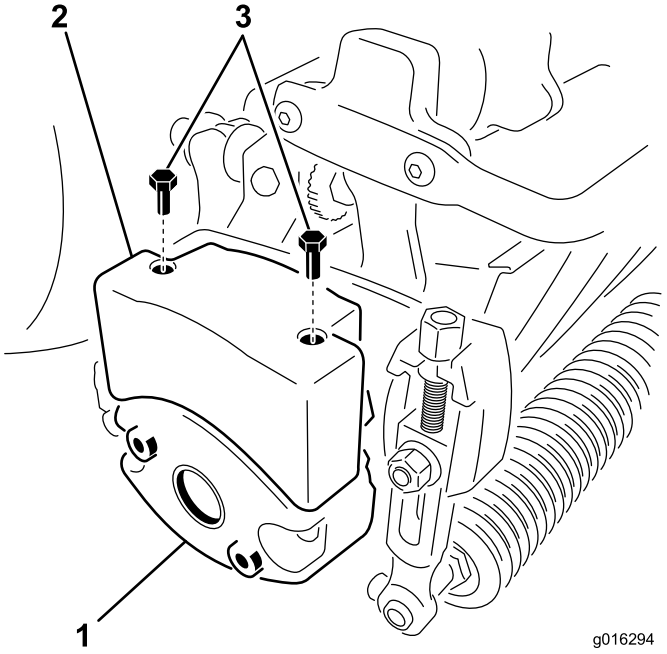

Figur 10
4. Fjern de to boltene som fester vekten på venstre side av klippeenheten (Figur 10).
6. Monter en øvre vekt på klippeenhetsvekten ved hjelp av to sekskanthodeskruer (Figur 10).